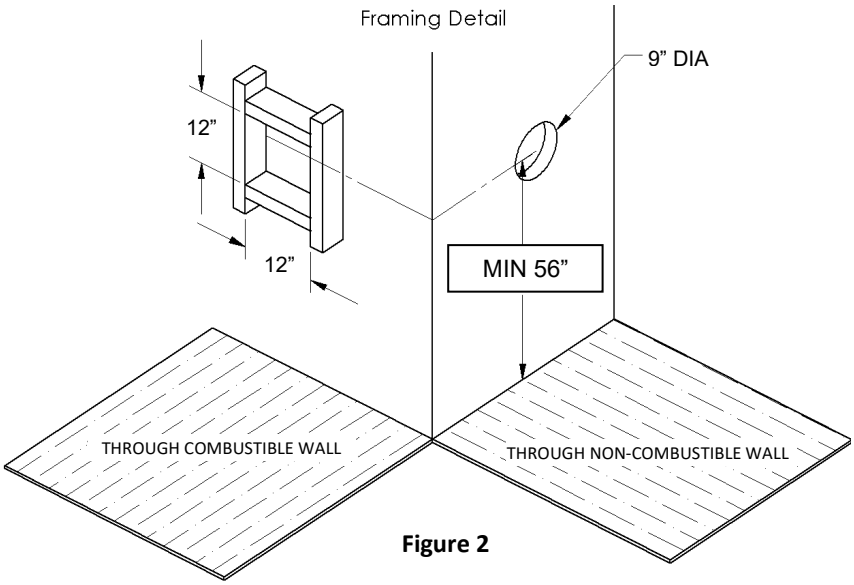

**Figure 2**
1. To determine the minimum distance from the bottom of fireplace to center of vent see the Framing Your Gas Fireplace section. Cut a hole through the wall allowing for a 12” x 12” (inside diameter) in combustible walls for wall thimble or a 9” diameter hole in a non-combustible wall (See Figure 2).